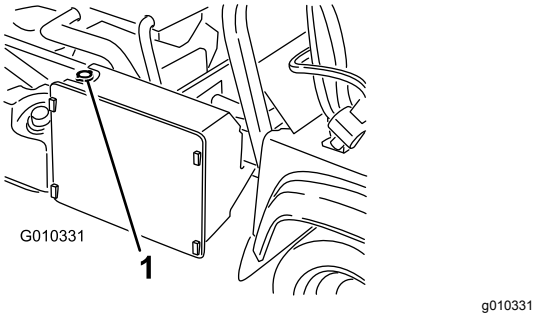

**Bild 54**
3. Nehmen Sie den Kühlerdeckel ab (Bild 54).
4. Nehmen Sie den Deckel des Überlaufgefäßes ab (Bild 54).
7. Füllen Sie den Kühler auf und schrauben Sie den Deckel auf (Bild 54).